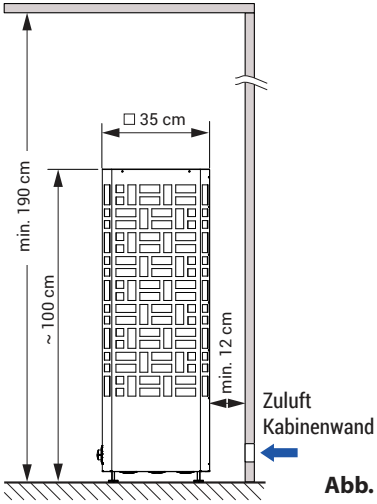

Abb. 1
- Bei der Montage des Saunaheizgerätes ist darauf zu achten, dass der waagerechte (seitliche) Abstand zwischen Ofen und Kabinenwand mindestens 12 cm beträgt (Abb. 1).